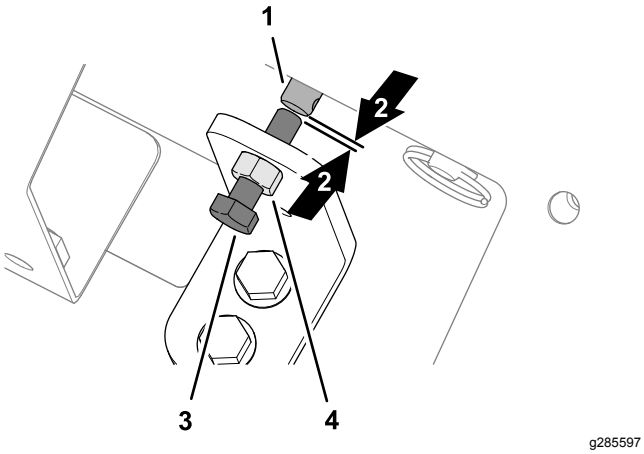

Figuur 33
1. Maak de contramoer los aan de beugel voor handbediening (Figuur 33).
2. Draai de inbusschroef voor het opheffingsmechanisme van de klep linksom tot u een kleine ruimte ziet tussen het uiteinde van de schroef en het uiteinde van de schacht van de solenoïde voor de snelheid van de lopende band (Figuur 33).
3. Draai de contramoer vast (Figuur 33).